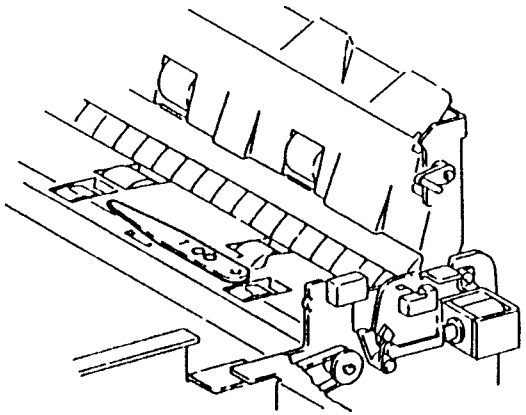

Рис. 4. Поместите щуп калибра 1 мм на узел нижней направляющей.
2. Поместите щуп калибра 1 мм на узел нижней направляющей (смотрите Рис. 4).